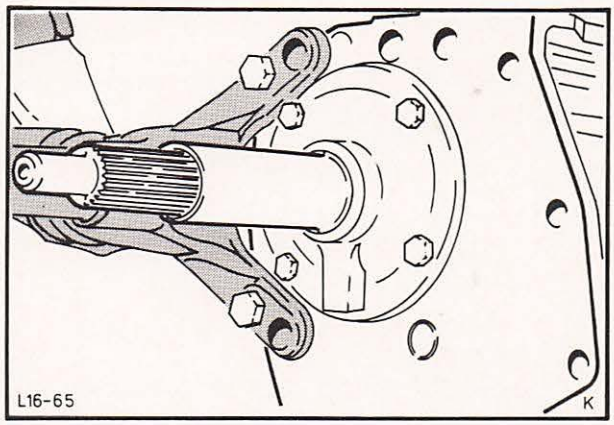

Abb. 81 Getriebe mit Spezialwerkzeug 16-009 am Montageständer befestigen
1. Getriebe zum Zerlegen mit Spezialwerkzeug 16-009 am Montageständer befestigen, Abb. 81. Ölstopfen herausdrehen und Öl ablassen.